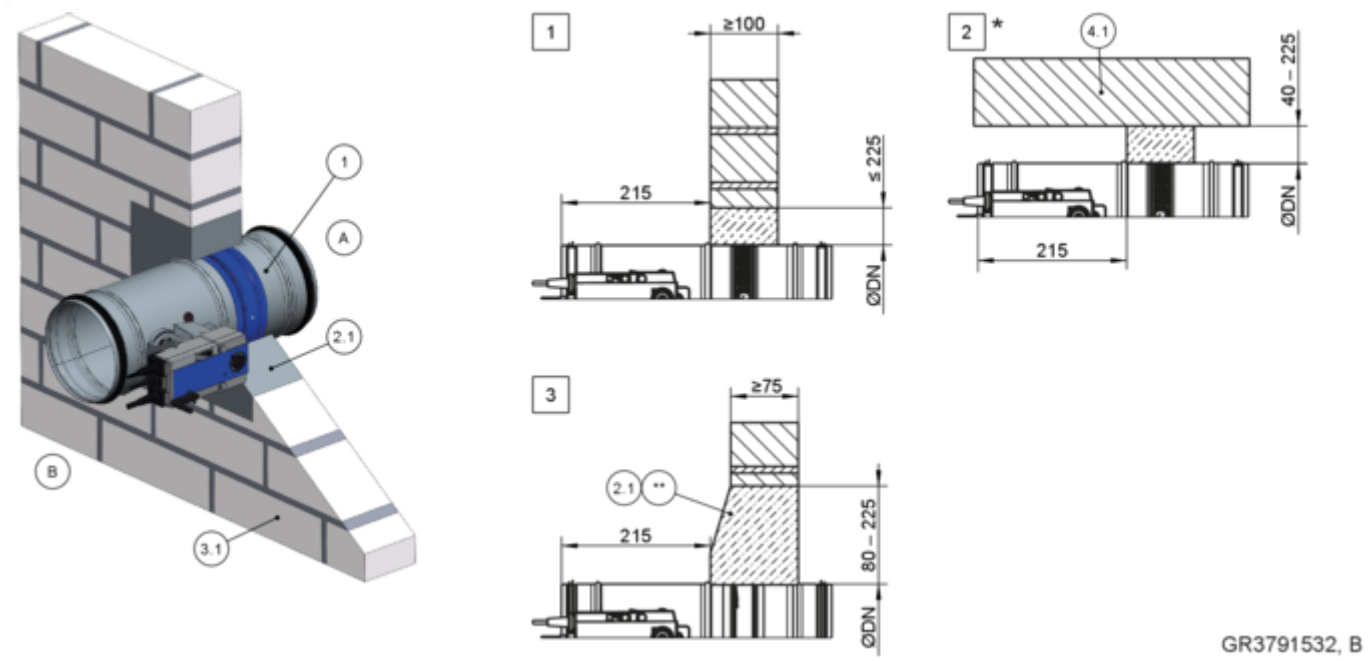
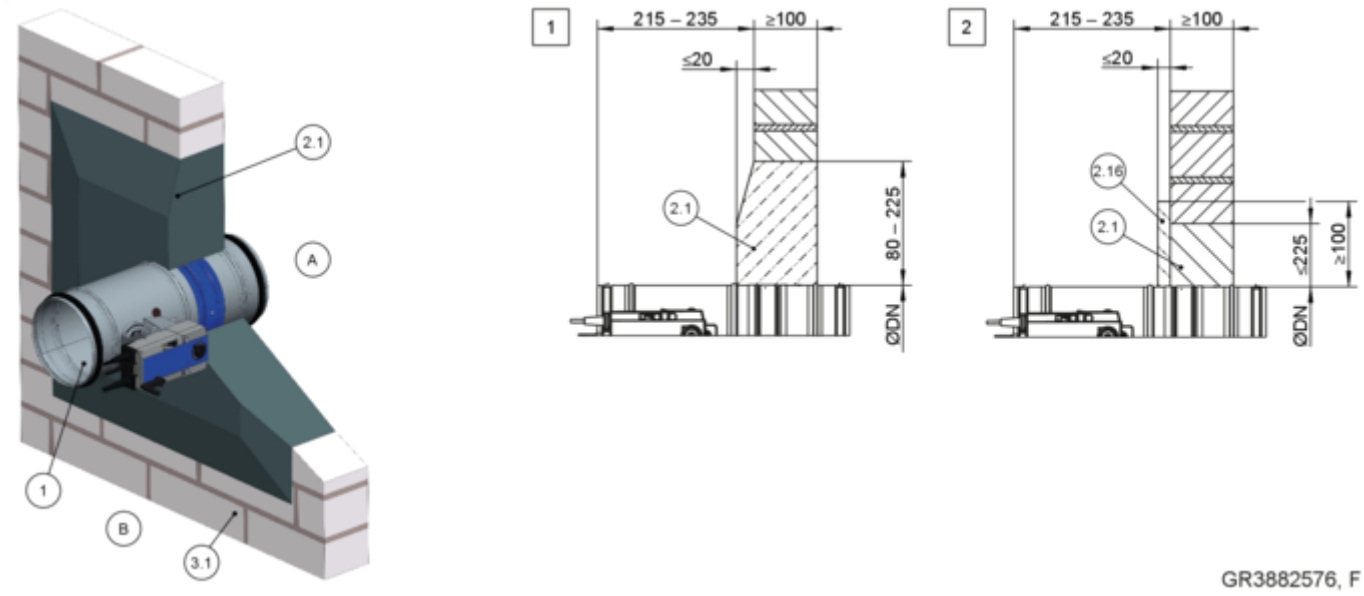

Abb. 39: Nasseinbau in Massivwand
Abb. 41: Nasseinbau in Massivwand – Einbau nicht wandbündig
- bei W ≥ 100 mm, Abstände Abb. 39 bis Abb. 41